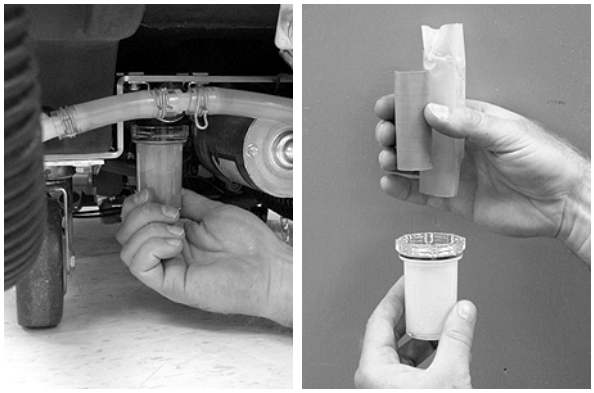

FIG. 36
1. Retirez le filtre du réservoir de solution au-dessous de la machine et rincez les filtres. Assurez-vous que le réservoir de solution est vide au moment du démontage du filtre (Figure 36).